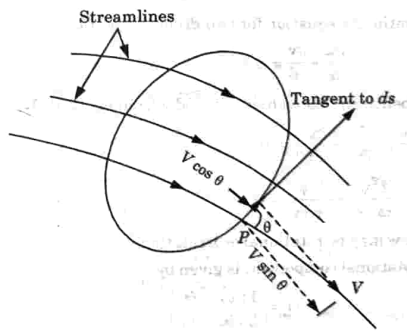

Fig. 2.9.1. Circulation in a two-deimensinal flow.
1. Let us consider a closed curve in a two-dimensional flow field as shown in Fig. 2.9.1, the curve being cut by the streamlines.